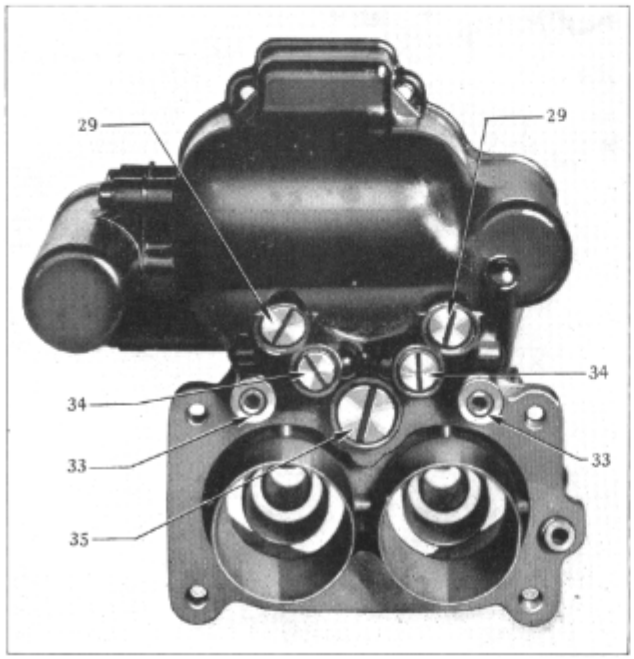
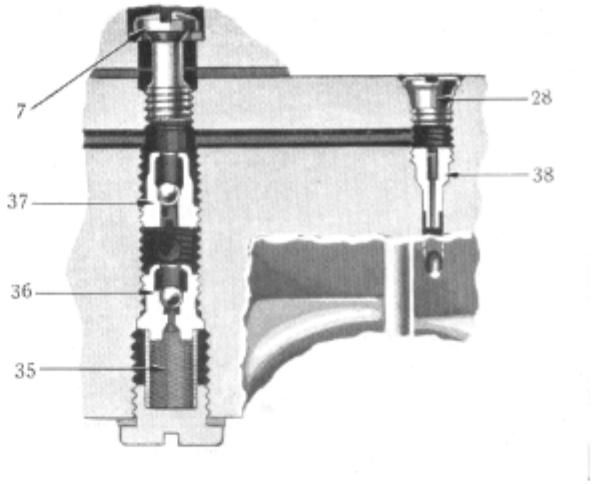

Figure 14
Figure 15
(16) Remove both pump jets (38) (Figure 15).
(20) Remove body flange gasket and both idle passage gaskets (33) (Figure 14).
(21) Remove both low speed jets (34) and gasket assemblies (Figure 14).
(22) Remove check valve passage plug gasket and strainer assembly (35) (Figures 14 and 15).
(23) Remove intake ball check plug assembly (36) and discharge ball check assembly (37) (Figure 15).
(39) Install new low speed jet (34) and gasket assemblies (Figure 14). Be sure metering holes in low speed jets are open. Install tightly, so low speed jets seat at both ends. (See Page 2—"Servicing the Low Speed System.")
(40) Install discharge ball check assembly (37) first and then intake ball check assembly (36) (Figure 15). Be sure checks seal. They can be tested by blowing the ball against the seat and should work freely. If they leak or stick, replace them. Install tight so they seat in casting. Install strainer in plug assembly (35), (Figure 15), and plug (35) in casting (Figure 14). If strainer is clogged or damaged, replace it.
(41) Install new body flange gaskets and new idle passage gaskets (33) on main body casting (Figure 14).